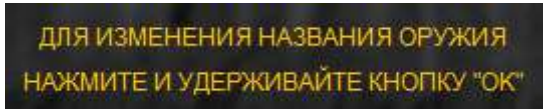

Рисунок 11 – Подсказки
- **Подсказки** – сверху по центру дисплея, при выполнении некоторых настроек, для удобства пользователю показываются текстовые подсказки (см. рис. 11).